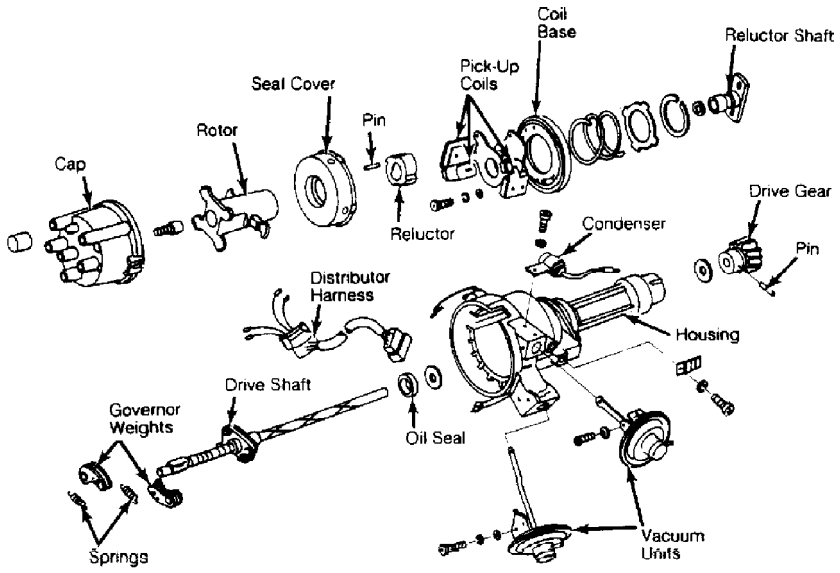

Fig. 6: Disassembled View of RX7 Mitsubishi Distributor
1) Remove distributor cap, rotor and seal cover. See Fig. 6. Remove igniters and attaching screws from distributor housing. Remove clips holding vacuum diaphragm links. Remove attaching screws and vacuum control units from distributor housing. Remove condenser.